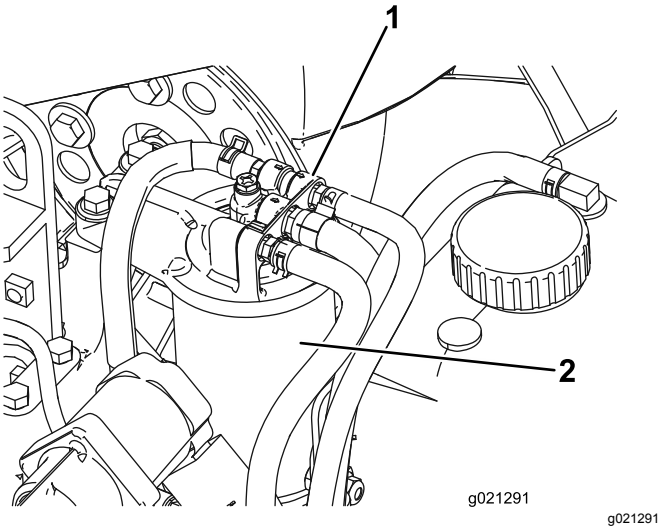

**Figur 60**
1. Rengjør området rundt motordrivstoff-filteret (Figur 60).
2. Fjern filteret og rengjør hodemonteringsoverflaten (Figur 60).